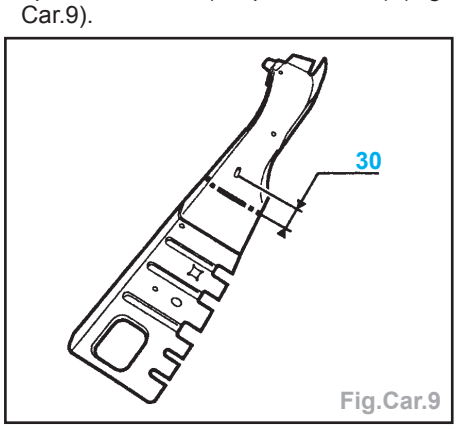

Fig.Car.9
- Tracer puis découper la semelle centrale de brancard à l'aide d'une meule épaisseur 1 mm (coupe définitive) (Fig. Car.9).